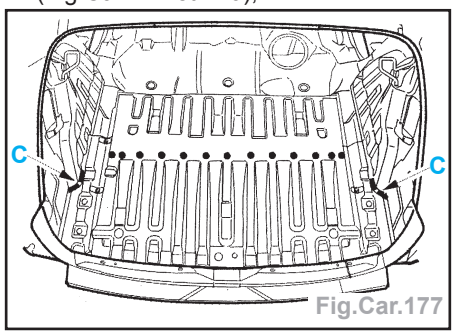

Fig.Car.177
• par points bouchons au MIG et meuler (Fig.Car.177 et 179),
• la coupe par cordon au MIG en **C** (Fig. Car.177).